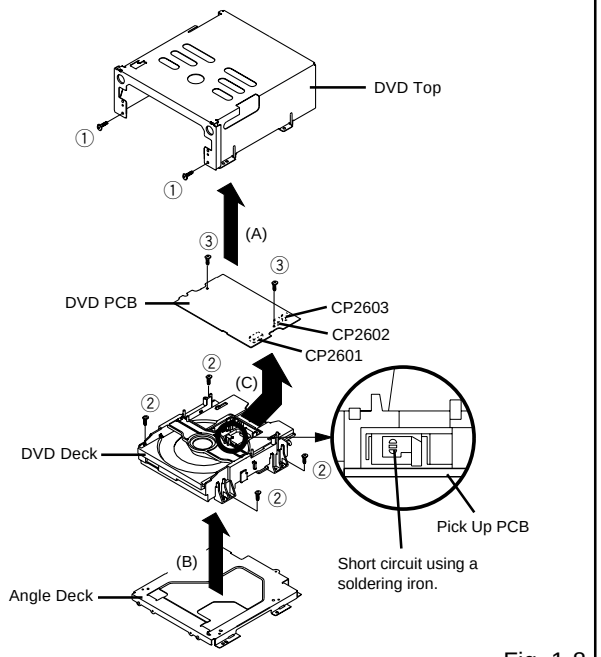

Fig. 1-8
1-8: DVD PCB/DVD DECK (Refer to Fig. 1-8)
1. Short circuit the position shown in **Fig. 1-8** using a soldering iron. If you remove the DVD Deck with no soldering, the Laser may be damaged.
2. Remove the 2 screws ①.
3. Remove the DVD Top in the direction of arrow (A).
4. Remove the 4 screws ②.
5. Remove the DVD Deck in the direction of arrow (B).
7. Remove the 2 screws ③.
8. Remove the DVD PCB in the direction of arrow (C).